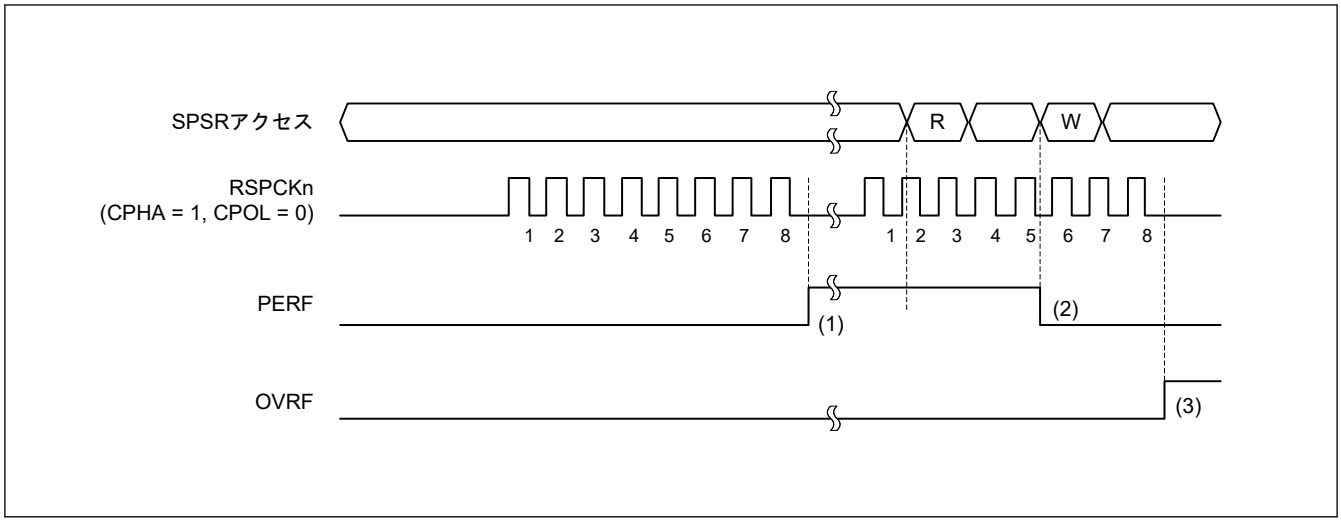

**図 29.42 OVRF フラグおよび PERF フラグの動作例**
図 29.42 に、OVRF フラグと PERF フラグの動作例を示します。図 29.42 に記載の SPSR アクセス は、SPSR レジスタへのアクセス状況を示しています。W は書き込みサイクル、R は読み出しサイクルを示しています。この例では、SPCR.TXMD ビットが 0、SPCR2.SPPE ビットが 1 の状態で全二重同期式シリアル通信を行います。SPCMDm.CPHA ビットが 1、SPCMDm.CPOL ビットが 0 の設定で、SPI が 8 ビットのシリアル転送を実行しています。RSPCKn 波形の下に記載した数字は、RSPCK サイクル数（= 転送ビット数）を示しています。
以下に、図 29.42 の (1)～(3) に示したタイミングでのフラグの動作内容を説明します。